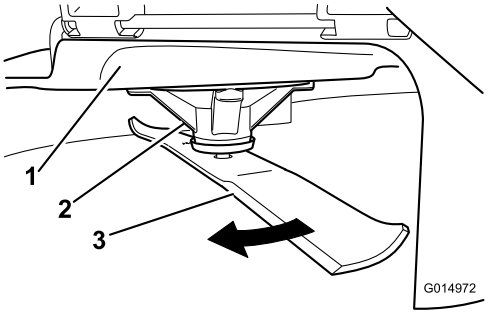

Figur 50
2. Bär tjocka vadderade handskar eller annat lämpligt handskydd och rotera långsamt kniven till ett läge som gör det möjligt att mäta avståndet mellan knivseggen och den plana yta som maskinen står på (Figur 50).